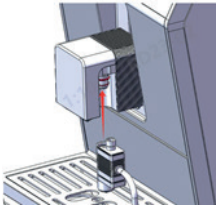

Рис. 4
Установите систему в блок подачи кофе (2) кофемашины (Рис. 4), крепко прижав его до щелчка.